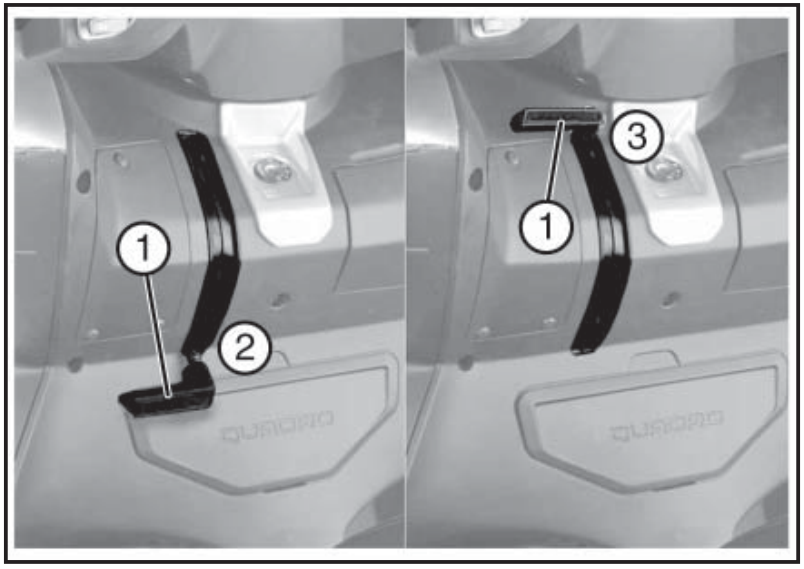

Fig. 02 QSI0023
4.15 PALANCA DE APARCAMIENTO (Fig. 02)